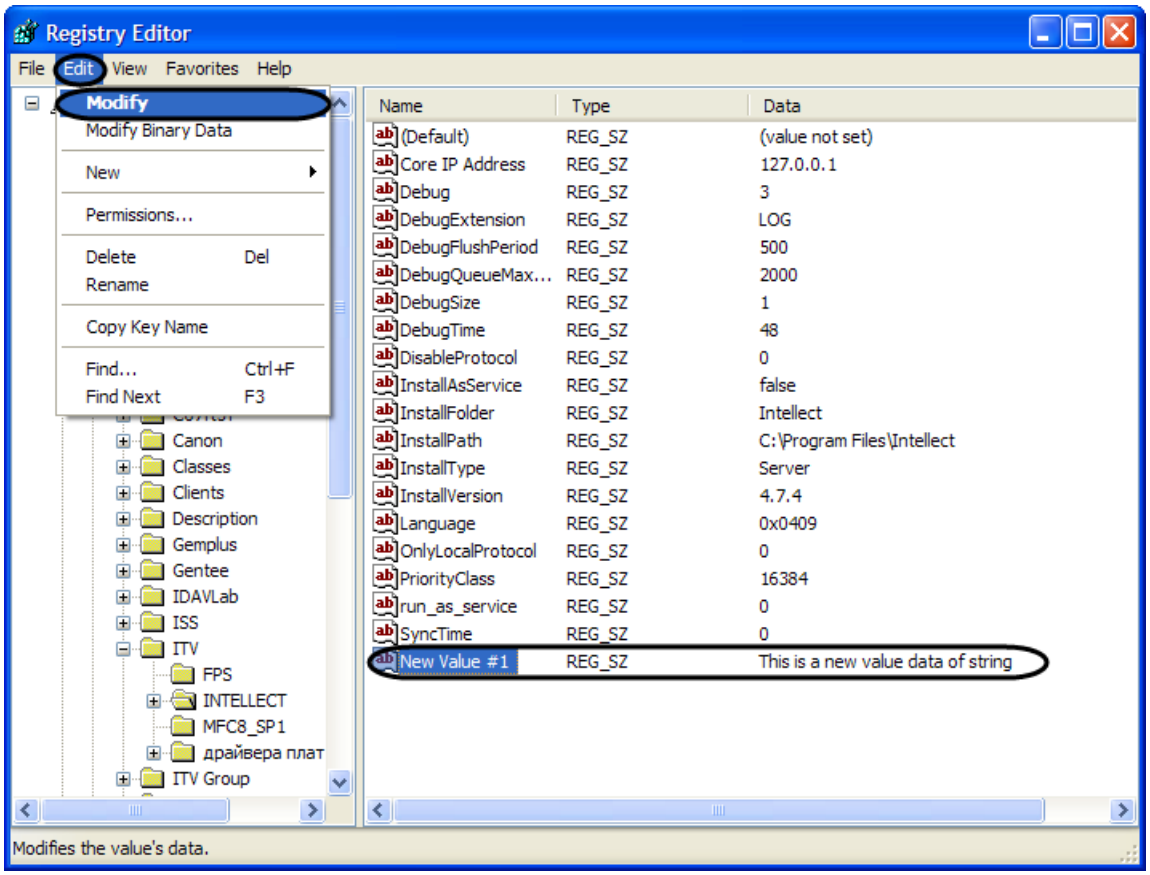

Figure 13.1-15. Selecting a menu command for modifying a parameter
4. In the menu, select Edit, then Modify (Figure 13.1-15).